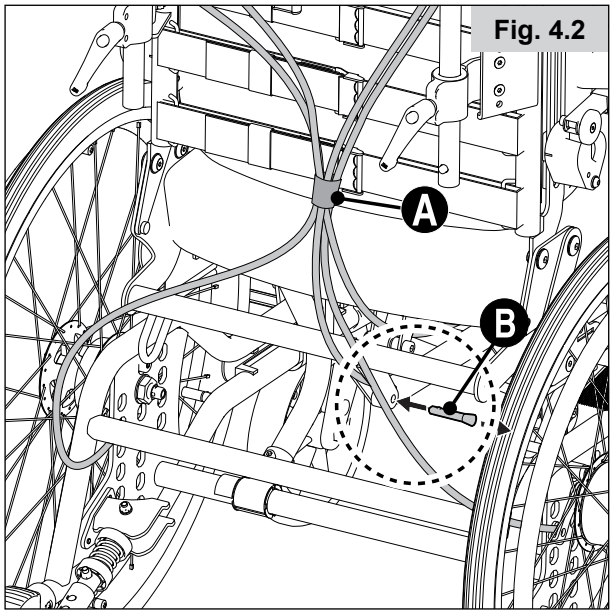

Fig. 4.2
4.1 Dobrar o encosto para cima ou para baixo (fig. 4.2)